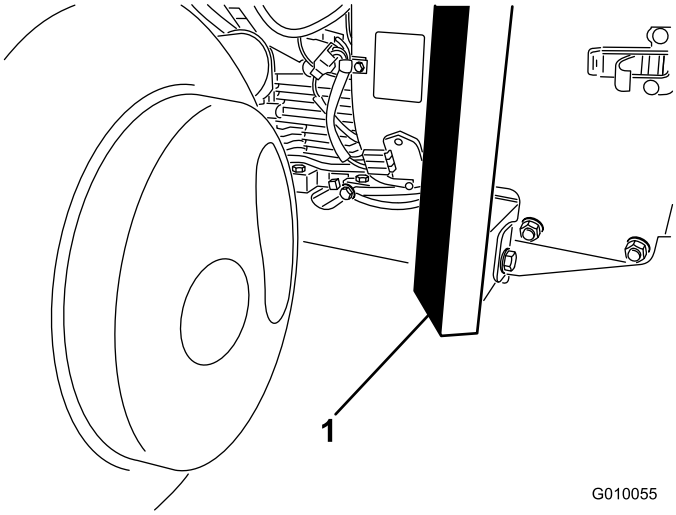

Figur 40
2. Plasser jekken trygt under den fremre delen av rammen (Figur 40).